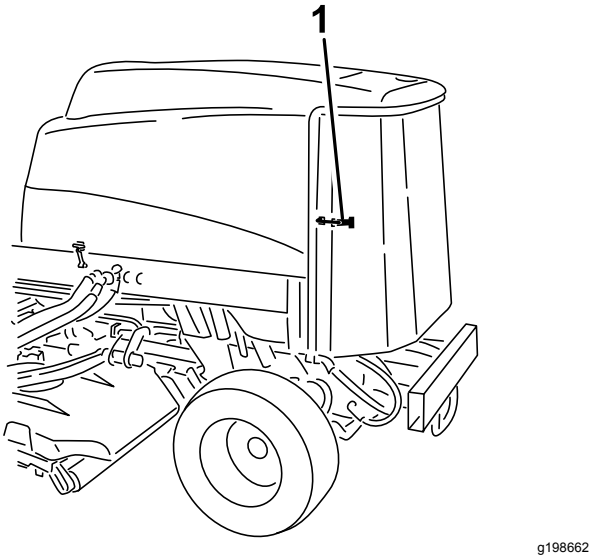

Figur 91
1. Lås opp og sving bakre skjerm åpen (Figur 91).